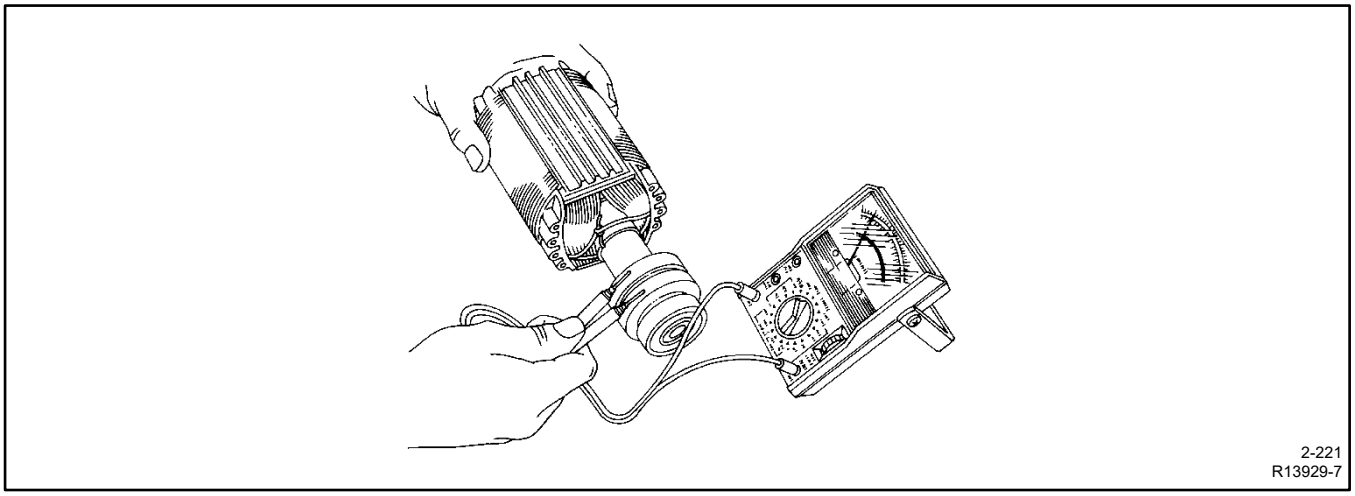

Figure 67 Rotor Resistance Check
b. Measure the rotor resistance (ohms) between the two slip rings; see Figure 67. If necessary, clean the slip rings to allow good contact with the meter leads. See the Slip Rings section for cleaning instructions. See the Alternator Specifications section for rotor resistance readings.